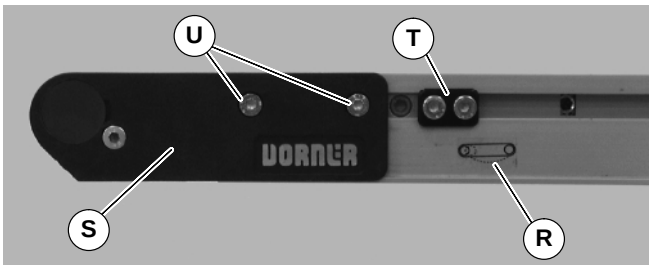

Figure 5
2. On tension end of the conveyor, identified with a label (R of Figure 5), push in head plate assembly (S): On both sides of conveyor, loosen and move cam tracking assemblies (T) (if equipped) away from head plates, then loosen fastening screws (U) and push head plate assembly inward.
7. If equipped with cam tracking assemblies (T of Figure 5), reposition and adjust belt tracking. Refer to “Conveyor Belt Tracking” on page 12.